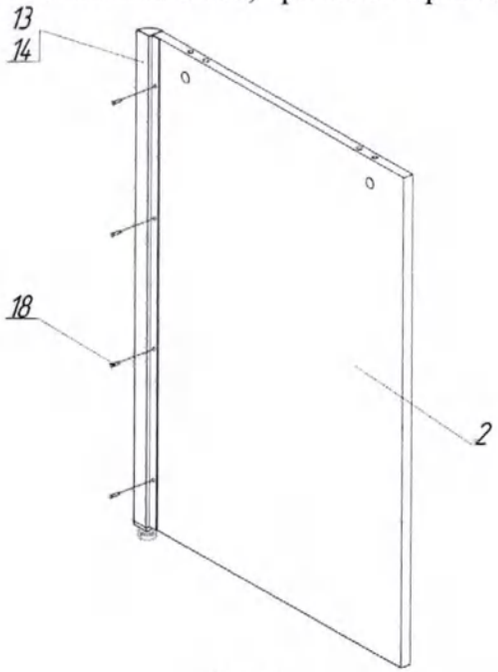

Рис.1
4.2. Закрепить профиль (13, 14) на боковинах стола (2) при помощи саморезов 3,5х16 (18) (см. рис. 1). Панель расположить на полочке заподлицо с верхним торцом профиля. На рисунке показана левая боковина стола, правая собирается зеркально.